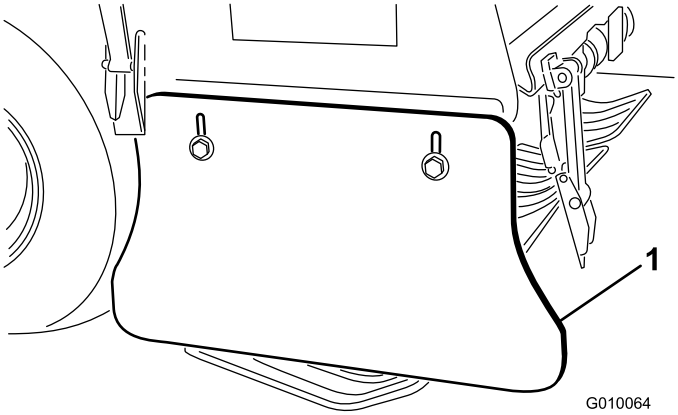

Figur 63
1. Lossa bultarna och muttrarna som håller fast sidoskydden på ramen (Figur 63).